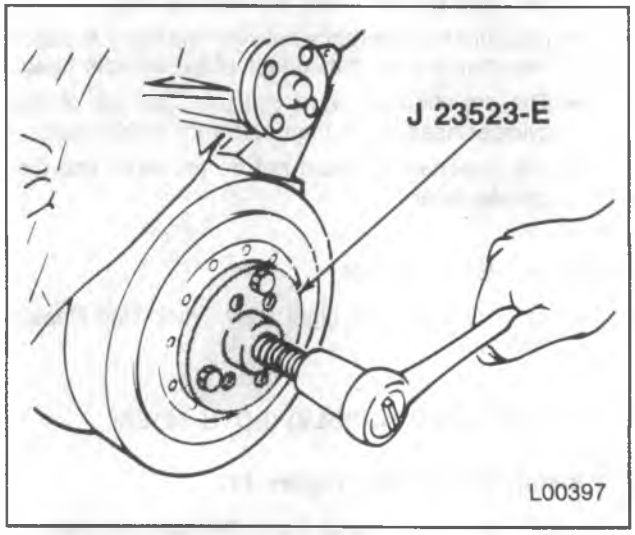

Figure 13—Removing the Torsional Damper
Remove or Disconnect (Figure 13)
5. Torsional damper. Use J 23523-E (figure 13).